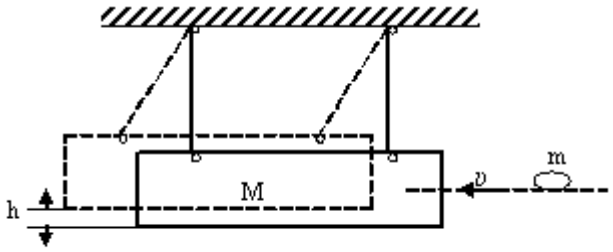

Рис.7
8. Пуля массой $m=10г$, летевшая со скоростью $\upsilon=600м/с$, попала в баллистический маятник (рис.7) массой $M=5кг$ и застряла в нём. На какую высоту h, откачнувшись после удара, поднялся маятник?